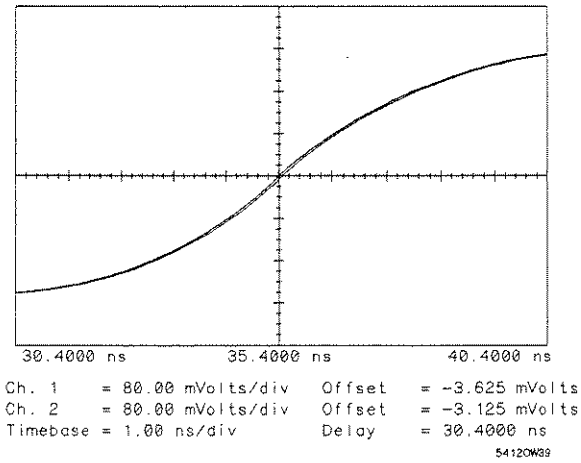

Figure 18-4. Reference Edge and Channel Overlapped
12. Use the entry devices and adjust the skew until the signal from the channel overlaps the reference edge. See figure 18-4.	This nulls the systematic time differentials between the channels.
Figure 18-4 shows the reference edge and the channel overlapped after the skew for the channel was adjusted.